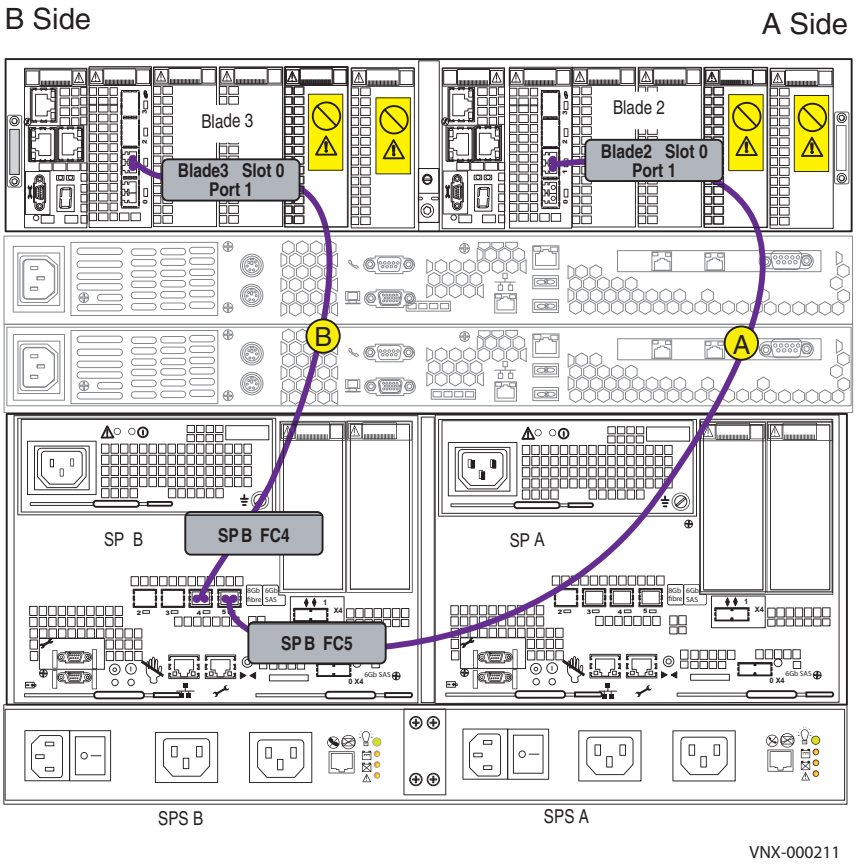

**Figure 22** Cable SP B to blades
2. Connect SP B port 5 to blade 2 port 1 as shown in Figure 22. (A)
3. Connect SP B port 4 to blade 3 port 1 as shown in Figure 22, (B) if applicable.